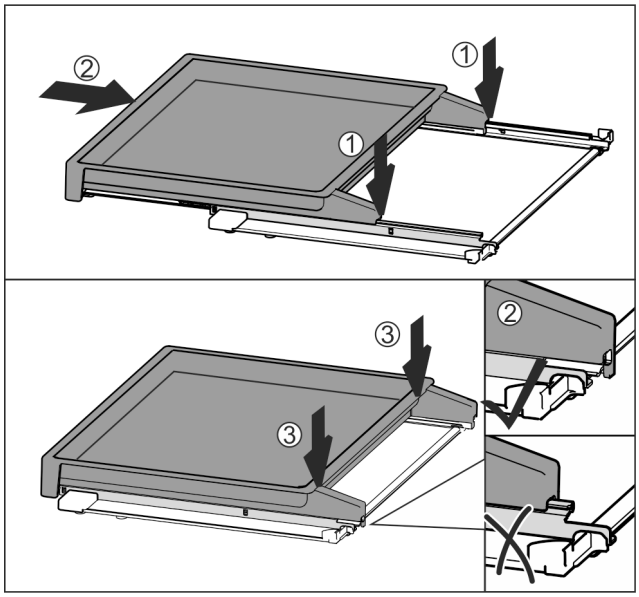

Fig. 116
- ▶ Așezați centrat pe șine *Fig. 116 (1)*.
- ▶ Împingeți complet raftul extractibil în interior *Fig. 116 (2)*.
- ▶ Apăsați pe partea din spate, până când acesta se cuplează cu un zgomot specific *Fig. 116 (3)*.